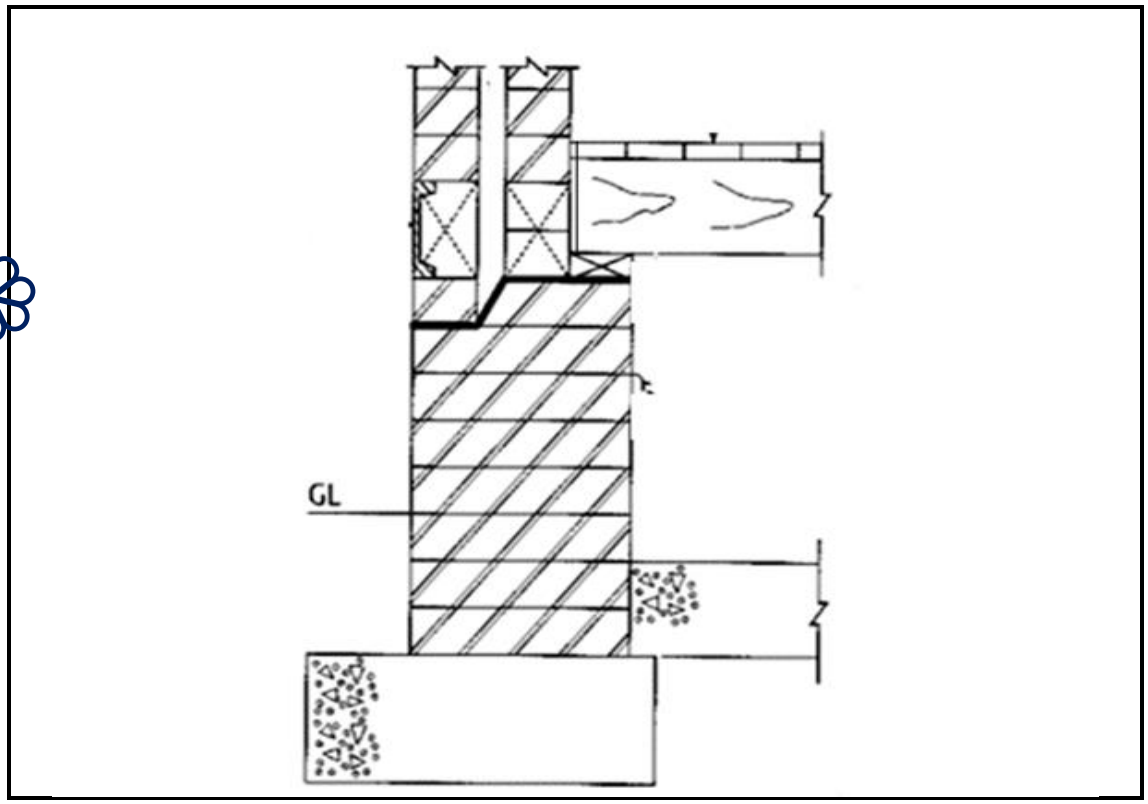

FIGURE 2 (13)
3.4 FIGURE 2 on the next page shows a detailed drawing of a suspended timber floor that is supported on the left side with a masonry wall.